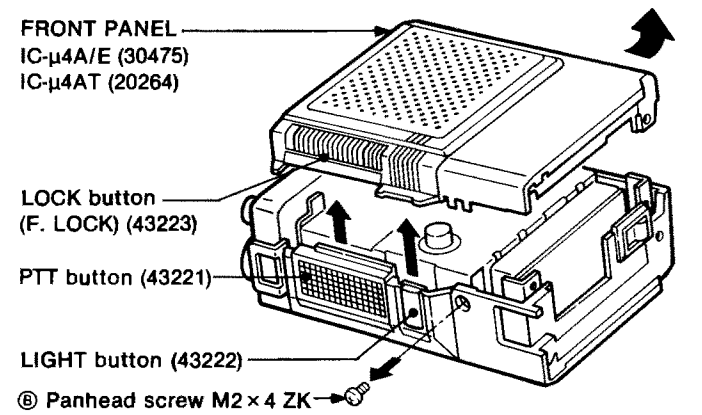

Fig. 5-1-3
3. Remove the screw Ⓑ and the FRONT PANEL as shown in Fig. 5-1-3.